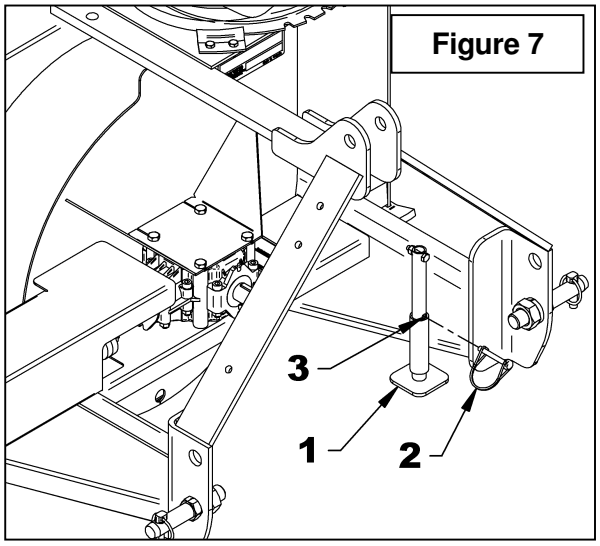

Figure 7
2. **Figure 7:** Remove the wire round lock pin (item 2), lower the parking stand (item 1) completely to the ground to release all the pressure on the three point and reinsert the wire round lock pin in the lower hole (item 3).
2. **Figure 7:** Remove the wire round lock pin (item 2), lower the parking stand (item 1) and reinsert the wire round lock pin in the lower hole (item 3).